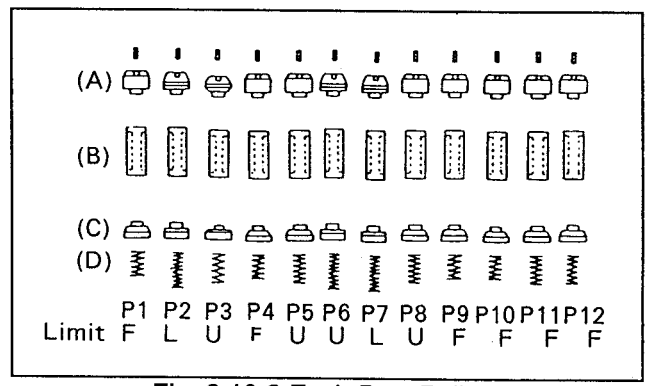

Fig. 6-10-2 Each Post Rollers
3. Remove the post roller unit (B) (Be sure not to lose the post spring (D) as shown in figure 6-10-2.